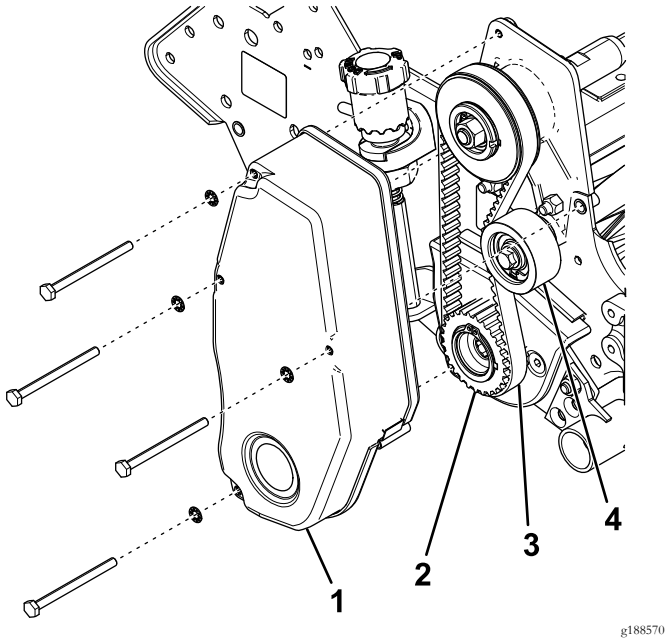

Figura 12
4. Montate la puleggia motrice e l'albero del cilindro (Figura 12).
7. Montate il carter della cinghia di trasmissione del cilindro sulla piastra laterale (Figura 12).